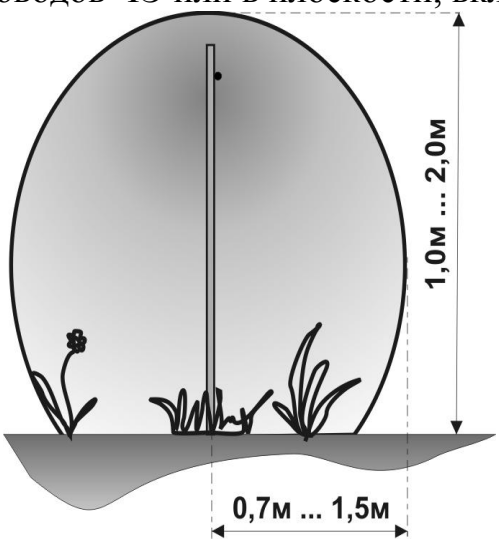

Рис. 4.1
4.3 При монтаже на открытой местности (см. рис. 4.1), когда ЗО формируется вдоль поверхности земли, ВП располагается на высоте не более 1,8 м от поверхности земли, НП на 5…10 см вкапывается в землю, либо размещается непосредственно на поверхности земли, либо на необходимой с тактической точки зрения высоте. В качестве ВП должен быть использован медесодержащий провод, обладающий достаточной прочностью и стойкостью, например, типа П-274 (275, 276) или неизолированный биметаллический, например, БСМ-1. НП может быть типа П-274 (275, 276) или другой ме-